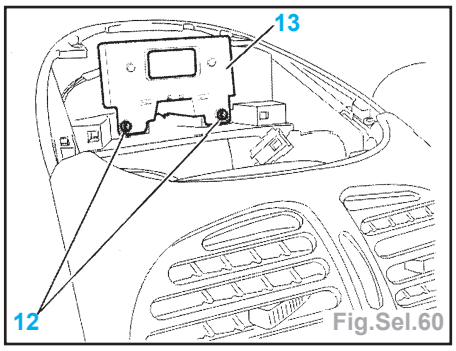

Fig.Sel.60
- les fixations (12), débrancher le connecteur et déposer la montre (13) ou l'afficheur (suivant les versions) (Fig.Sel.60),